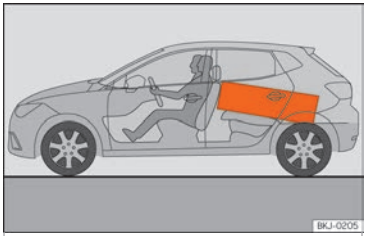

Fig. 162 Os objetos pesados devem ser transportados o mais à frente possível.
– Coloque os objetos pesados na parte dianteira da bagageira, o mais fundo possível ››› Fig. 162.